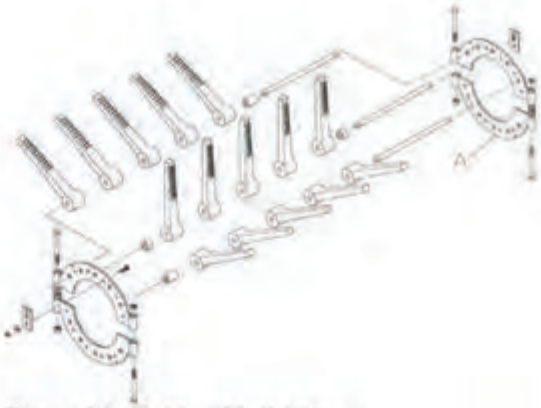

Figure 12. Rubber Flail Cluster.
To adjust flail clusters to row spacing, **see figures 12 & 13**. Loosen the disc clamp plates (A); slide clusters so they are exactly centered on the row. Retighten the disc clamping plates, making sure the gap between the plates is equal and in line with the other clusters.
To replace flails, **see figure 12**.